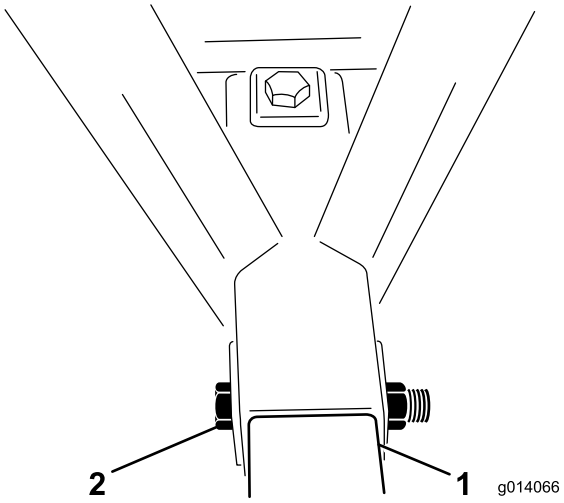

**Figur 4**
5. Sätt en 1 x 6–1/2 tumsbult genom ramen och dragstångsröret och installera låsmuttern (Figur 4).
6. Sätt den andra 1 x 6½-tumsbulten genom ramens överdel, ned igenom dragstångsröret. Installera låsmuttern (Figur 4).